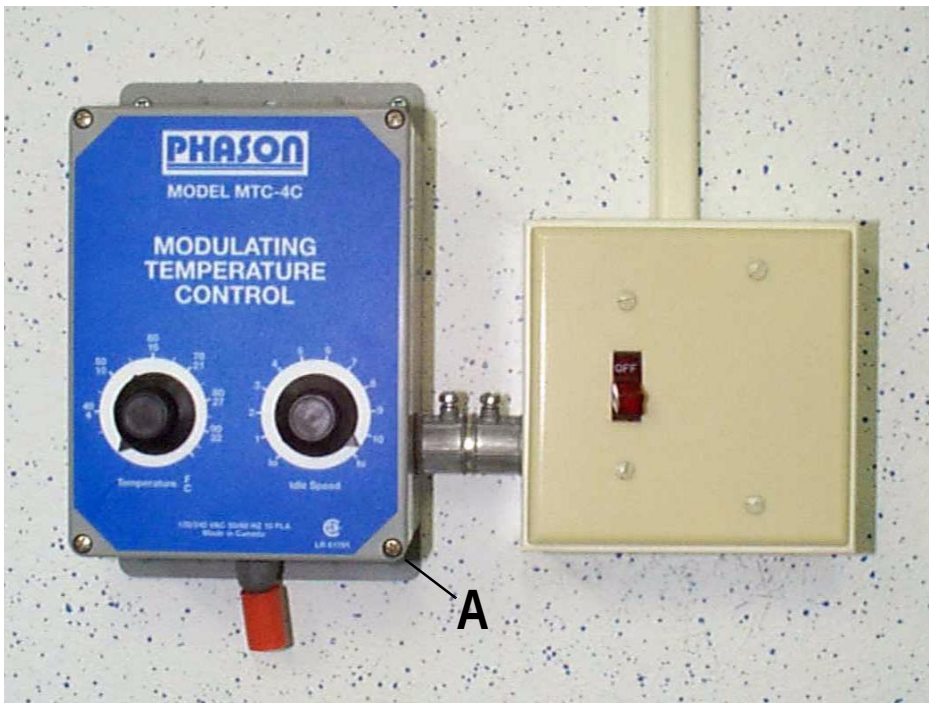

Figure 3-14 Exhaust Fan Temperature Control Unit
The Exhaust Fan Temperature Controller (EFTC) controls how fast the exhaust fan motor turns at a given shelter temperature. The SSM monitors the internal shelter temperature (using the Inside Temperature Sensor as the reference), and uses the exhaust fan relay to activate the EFTC when the outside temperature falls below 60 F (15 C) and the inside temperature is outside of a predetermined range. The EFTC, illustrated in Figure 3-14, is located on the wall of the shelter next to the BSU cabinet (see Figure 2-4).
2. Remove the four screws (designated "A" in Figure 3-14) that hold the cover of the Phason controller to its case.